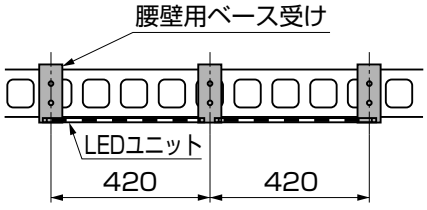
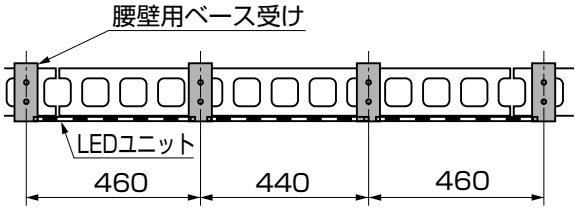

図1-31　LED標準プラン
図1-32　LED連続プラン
- ●腰壁笠木内にLEDユニットを取付ける場合の腰壁用ベース受けの取付けピッチは図1-31、図1-32にしたがってください。